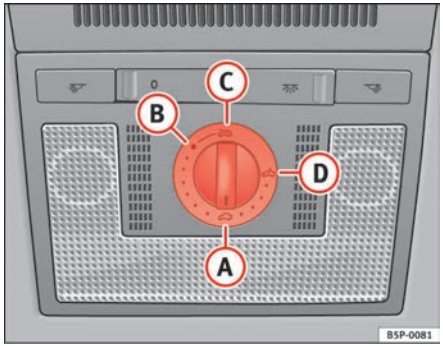

Fig. 70 Roof lining description: rotary sun roof control
If the sliding/tilting roof has been opened again by the roll-back function, it can be closed only by pressing the rotary button at the front in position (A) ⇒ fig. 70 until the sliding/tilting roof has closed fully. **Please note that the sunroof will now close without the roll-back function.**